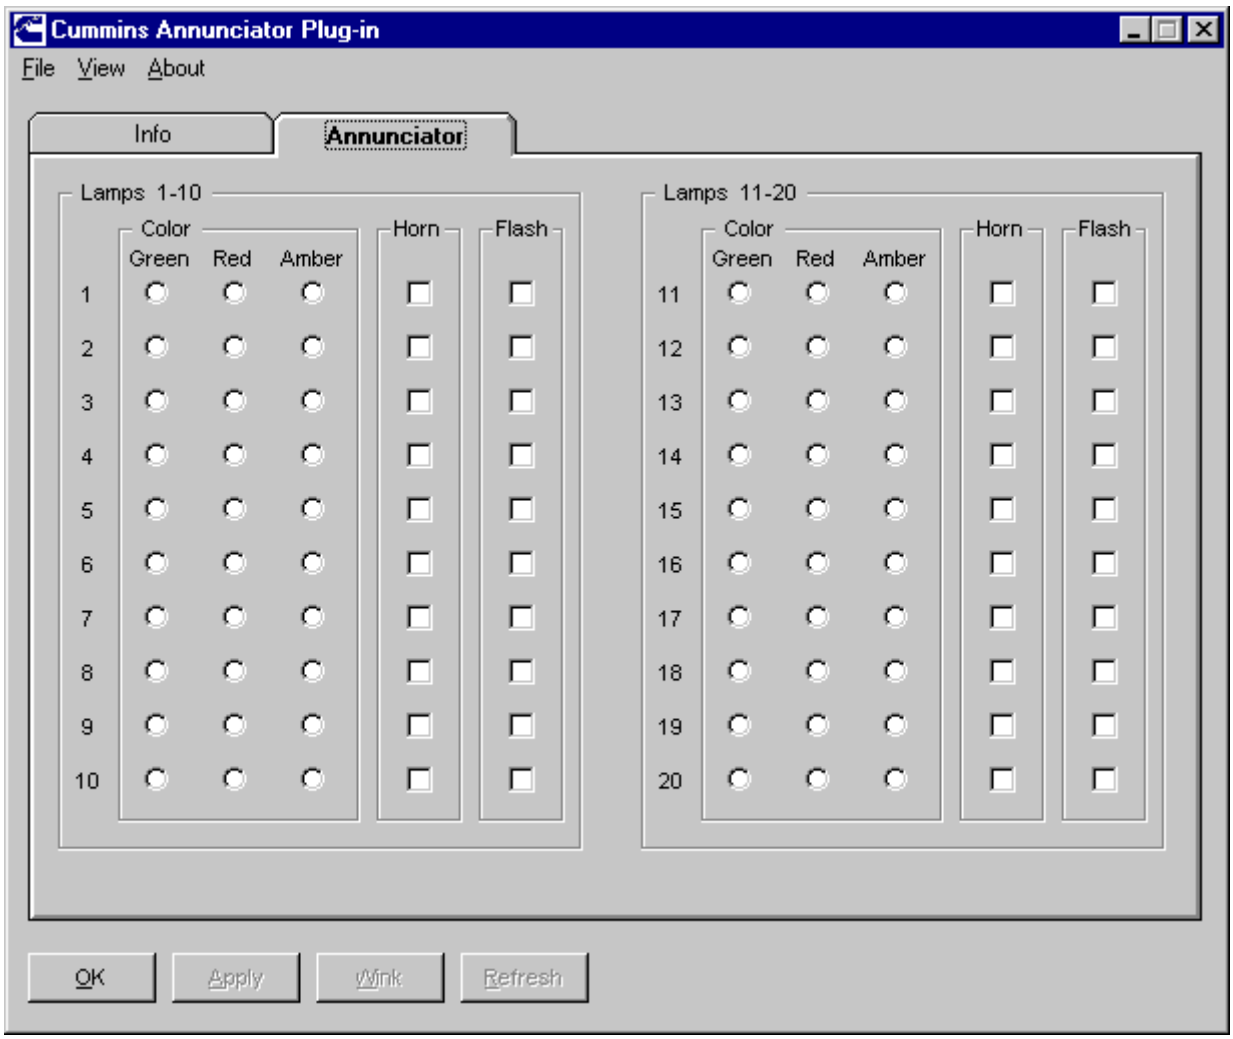

FIGURE 8. CONFIGURING ANNUNCIATOR LAMPS IN LONMAKER
The 20 Status lamps may be individually configured using the Annunciator Configuration Plug-In, which may be launched while running LonMaker. The lamps may be configured for *color*, *horn,* and *flash* (see Figure 8). In LonMaker, to set or change a lamp's configuration:
3. Set "Color," "Horn," and "Flash" for each lamp (see Figure 8).